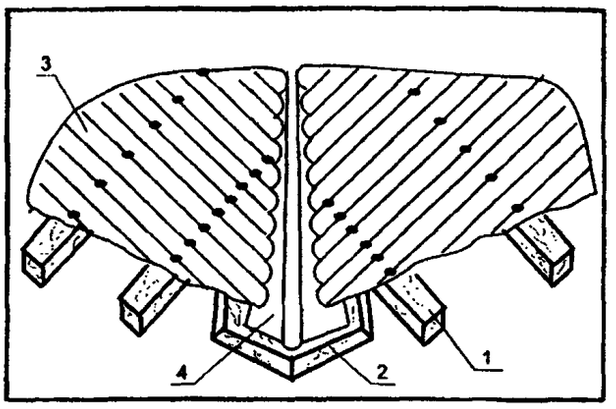

Рисунок 7.
2.14. Оформление ендов выполняют до устройства покрытия на скатах крыши с использованием специальных элементов ендов Ондулин. Крепление ендов выполняют к дополнительной обрешетке или сплошному настилу (рис. 7).